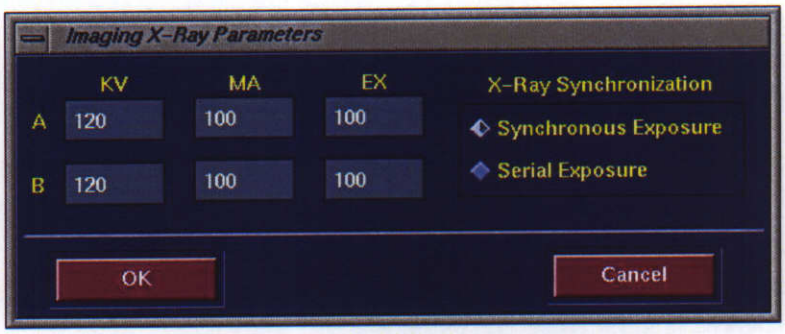

**Figure 15 Set X-ray Parameters**
The Imaging X-Ray Parameters area has text blocks that show the X-ray parameters and a button (to the right above the text blocks) that allows you to adjust those parameters. The numbers represent the kVp (KV), current (MA) and X-ray exposure time (EX) in milliseconds. Clicking the **X-RAY PARAMETERS** button brings up the Set X-Ray Parameters window (*Figure 15 Set X-ray Parameters, page 17*).